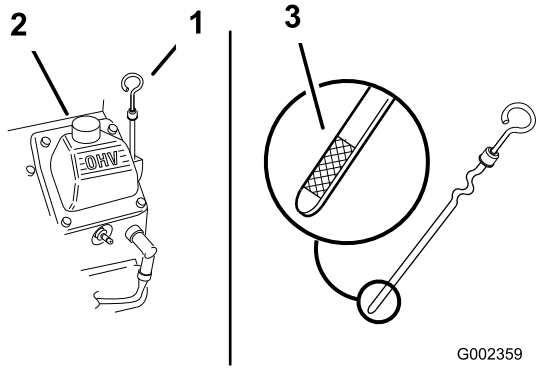

Figur 19
3. Gör rent omkring oljestickan (Figur 19) så att smuts inte kan falla ned i påfyllningshålet och orsaka motorskador.
4. Skruva loss oljestickan och torka ren änden (Figur 19).
5. Stick ned oljestickan så långt det går i påfyllningsröret, men skruva inte fast den (Figur 19).
6. Häll långsamt i cirka 80 % av den angivna oljan i påfyllningsröret (Figur 19).